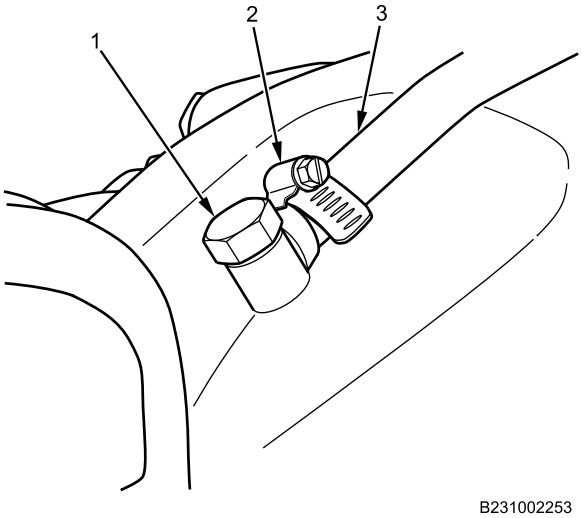

Figure 4. Breather Hose Installed on Front Axle Breather.
3. Install breather hose (Figure 4, Item 3) on front axle breather (Figure 4, Item 1) with hose clamp (Figure 4, Item 2). Tighten hose clamp securely.